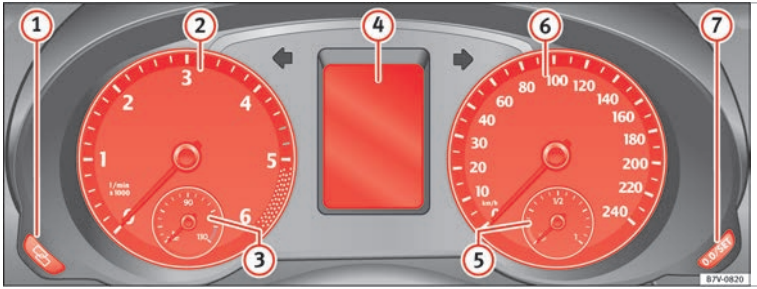

Fig. 118 Instrument panel, on dash panel
Details of the instruments ››› **Fig. 118**:
– To continue setting, press 0.0 / SET ››› Fig. 118 ⑦. Hold button down to scroll through the numbers quickly.
② **Rev counter** (with the engine running, in thousands of revolutions per minute).
Together with the gear-change indicator, the rev counter offers you the possibility of using the engine of your vehicle at a suitable speed. The start of the red area ››› Fig. 118 indicates the maximum engine speed working at operating temperature. However, it is advisable to change up a gear or move the selector lever to **D** (or lift your foot off the accelerator) before the needle reaches the red zone ››› ❗. We recommend that you avoid high revs and that you follow the recommendations on the gear-change indicator. Consult the additional information in ››› page 196.
A variety of information can be viewed on the instrument panel display ››› Fig. 118 ④, depending on the vehicle equipment:
The service indication is shown on the dash panel display ››› Fig. 118 (4).